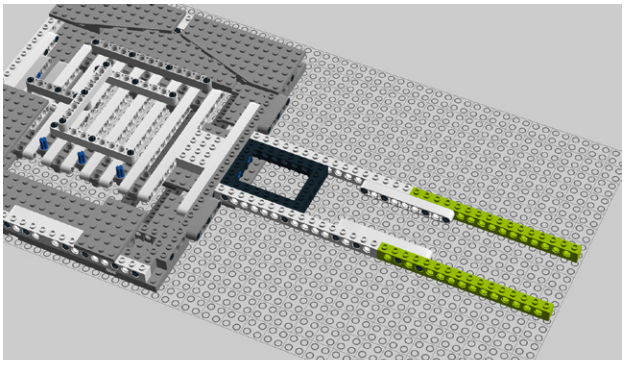

Figure 8-48. *Step 43: Adding 16M beams*
43. Add two 16M Technic bricks (Figure 8-48).